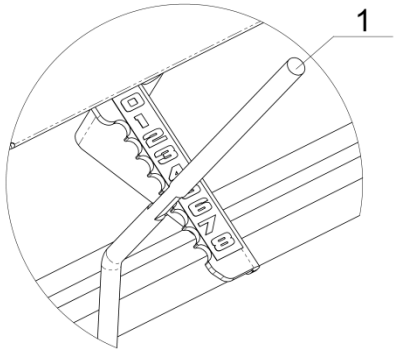

Rys. 30. Dźwignia den.
Klapy denne (Rys. 30): regulacja ilości wysiewu za pomocą dźwigni klapy dennej (1) nie jest możliwa.